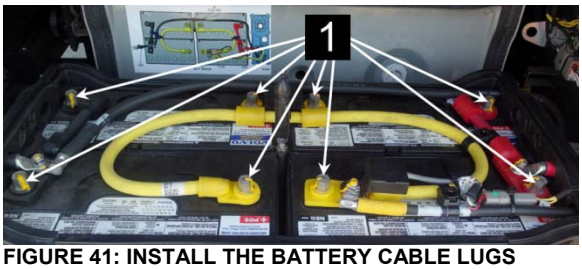

**FIGURE 41: INSTALL THE BATTERY CABLE LUGS**
5. Connect the battery cables. Tighten the cable terminal (item 1, FIGURE 41) nuts to the following torque: